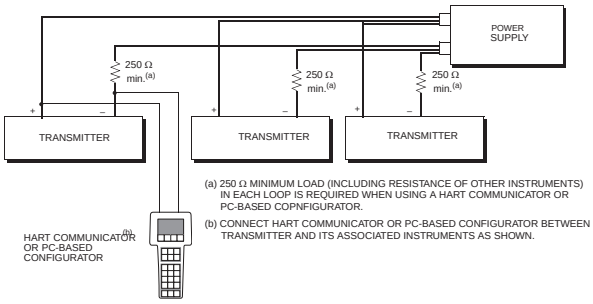

Figure 14. Wiring Several Transmitters to a Common Power Supply
9. If wiring additional transmitters to the same power supply, repeat Steps 1 through 8 for each additional transmitter. The setup with multiple transmitters connected to a single power supply is shown in Figure 14.